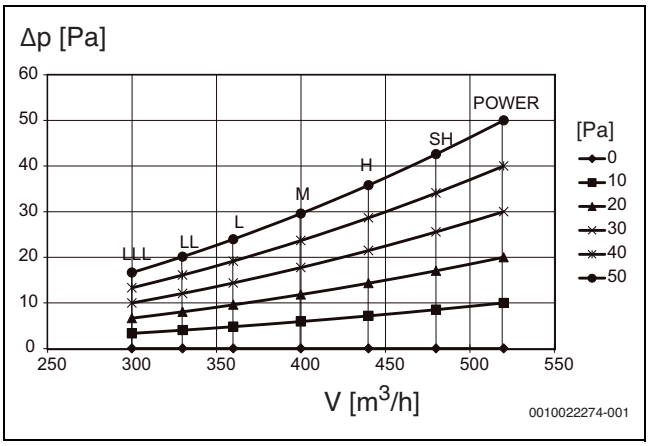

Рис. 20
3. Прежде чем монтировать воздуховод, убедитесь, что статическое давление во внутреннем блоке находится в допустимом диапазоне (ознакомьтесь с техническим руководством IDU). На рис. 20 приведены характеристические кривые статического давления для внутренних блоков.